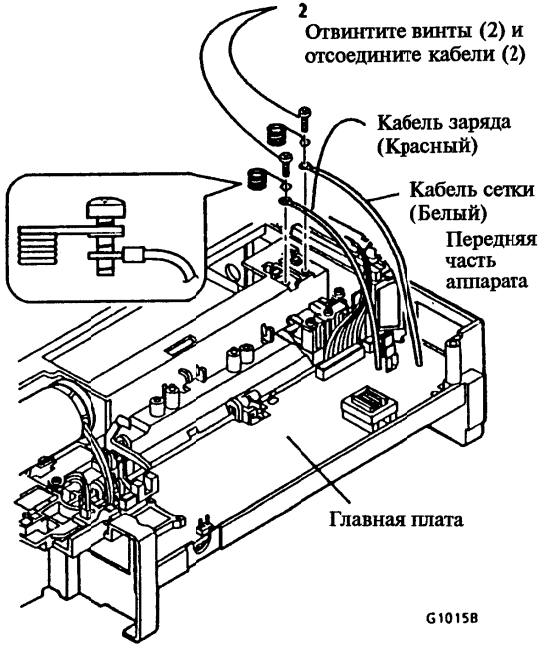

Рисунок 1. Отсоединение кабелей
2. (Рисунок 1): Отсоедините кабель заряда и сетевой кабель.